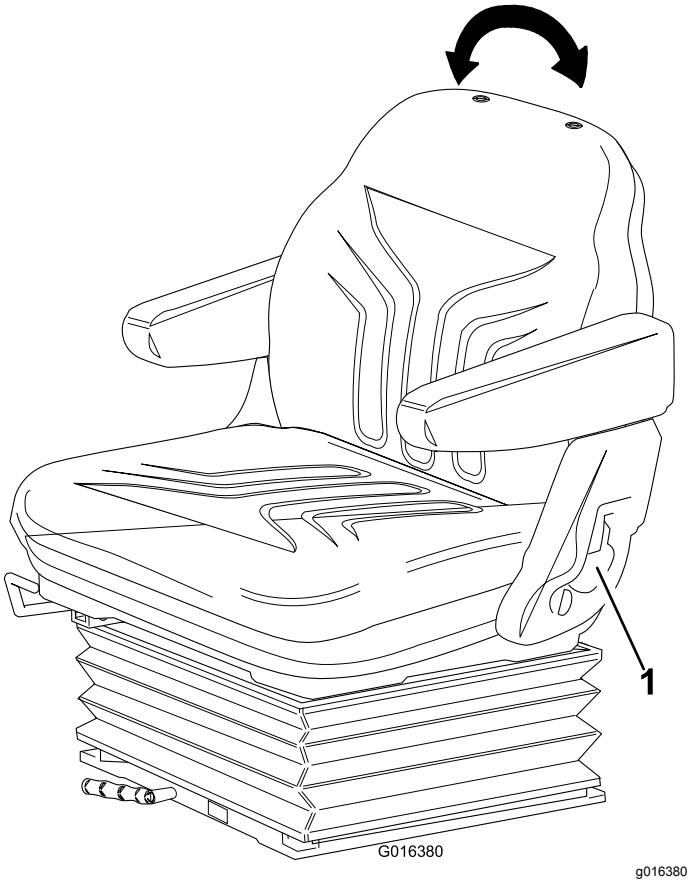

**Figuur 14**
- **Aanpassen rugsteun:** Trek de hendel naar buiten om de hoek van de rugsteun aan te passen. Laat de hendel los om de rugsteun in zijn stand te vergrendelen (Figuur 14).